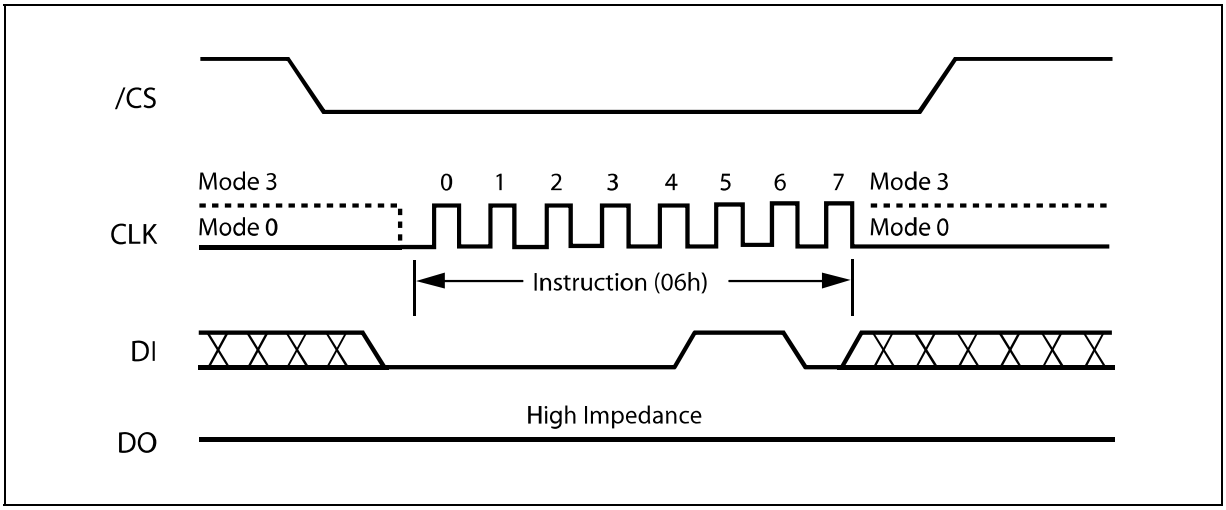

Figure 4. Write Enable Instruction Sequence Diagram
Instructions vary in length from a single byte to several bytes and may be followed by address bytes, data bytes, dummy bytes (don't care), and in some cases, a combination. Instructions are completed with the rising edge of edge /CS. Clock relative timing diagrams for each instruction are included in figures 4 through 29. All read instructions can be completed after any clocked bit. However, all instructions that Write, Program or Erase must complete on a byte boundary (/CS driven high after a full 8-bits have been clocked) otherwise the instruction will be terminated. This feature further protects the device from inadvertent writes. Additionally, while the memory is being programmed or erased, or when the Status Register is being written, all instructions except for Read Status Register will be ignored until the program or erase cycle has completed.
The Write Enable instruction (Figure 4) sets the Write Enable Latch (WEL) bit in the Status Register to a 1. The WEL bit must be set prior to every Page Program, Sector Erase, Block Erase, Chip Erase and Write Status Register instruction. The Write Enable instruction is entered by driving /CS low, shifting the instruction code “06h” into the Data Input (DI) pin on the rising edge of CLK, and then driving /CS high.